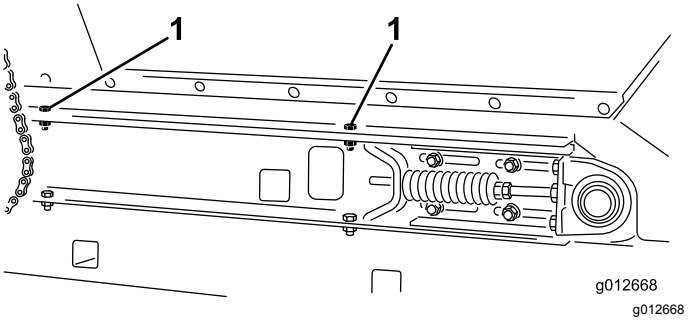

Rysunek 31
4. Po każdej stronie maszyny przymocuj kosz do szyn ramy ślizgowej (Rysunek 31) za pomocą 2 śrub, 2 podkładek i 2 przeciwnakrętek, które zdemontowano w ramach procedury Rozmontowywanie sań ślizgowych (Strona 25).